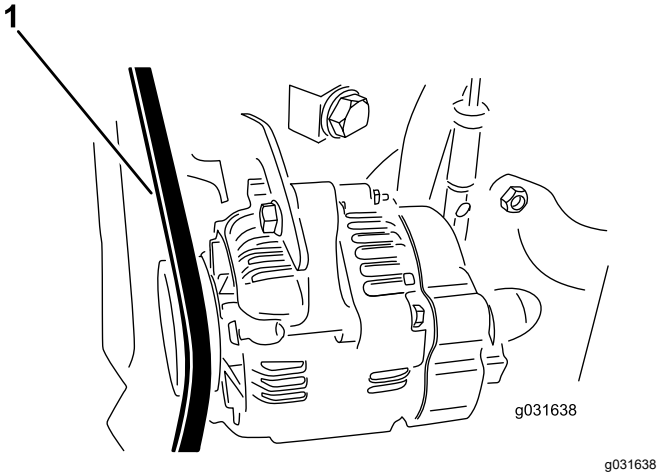

图 61
2. 向交流发动机皮带的两个皮带轮中间位置施加 30N 的力量图 61。